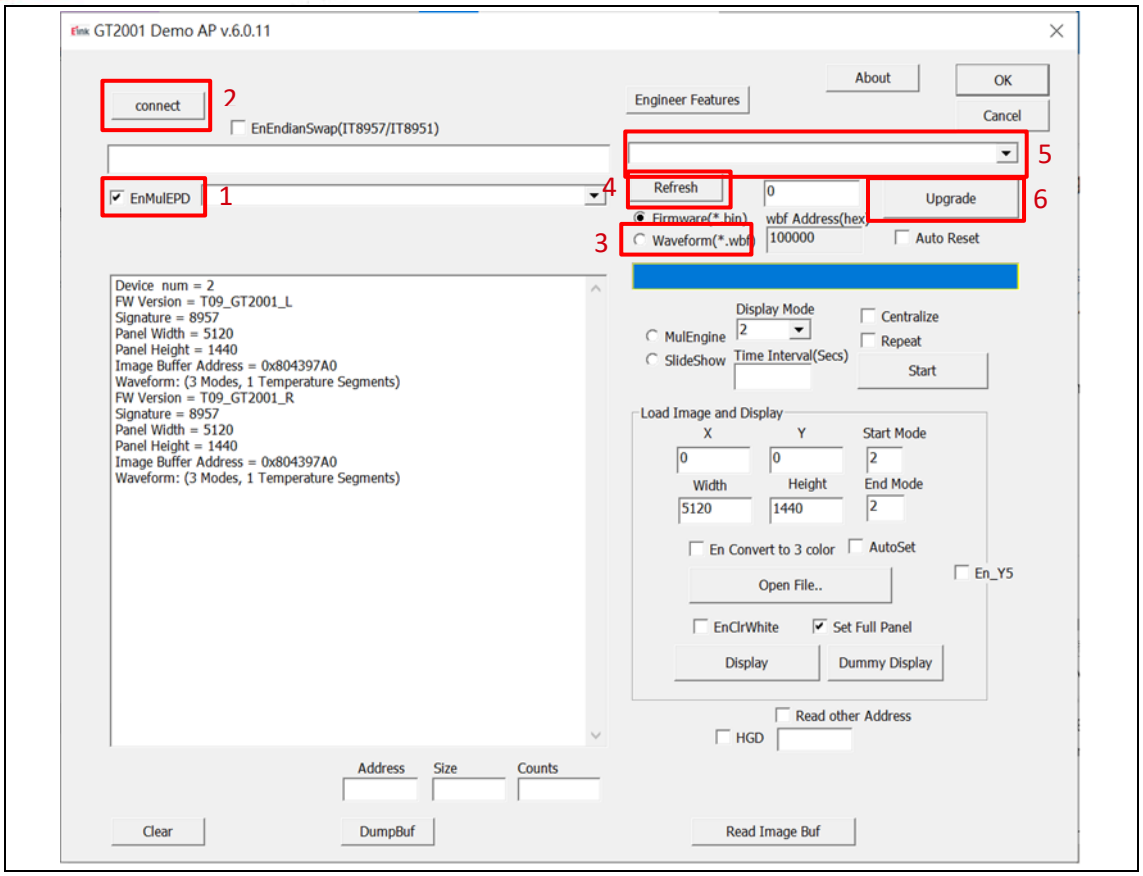

Figure 3.5
- Execute GT2001 Demo AP (refer to Figure 3.5)